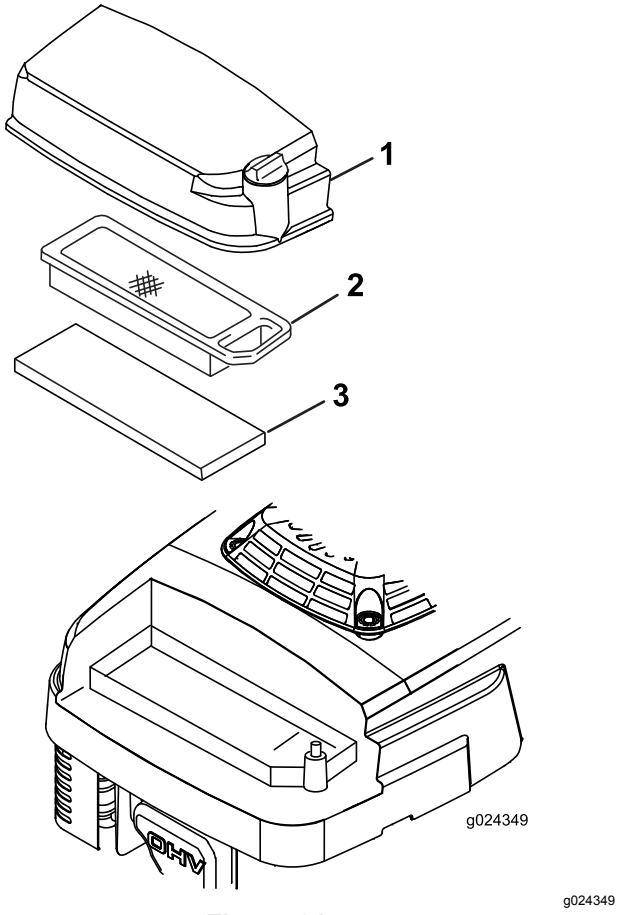

Figuur 21
3. Draai de schroef van het luchtfilterdeksel los (Figuur 21).
5. Verwijder en controleer het papieren luchtfilterelement (Figuur 21) en vervang het als het erg vuil is.
6. Verwijder het schuimfilter (Figuur 21) en was het met een mild reinigingsmiddel en water. Dep het daarna droog.